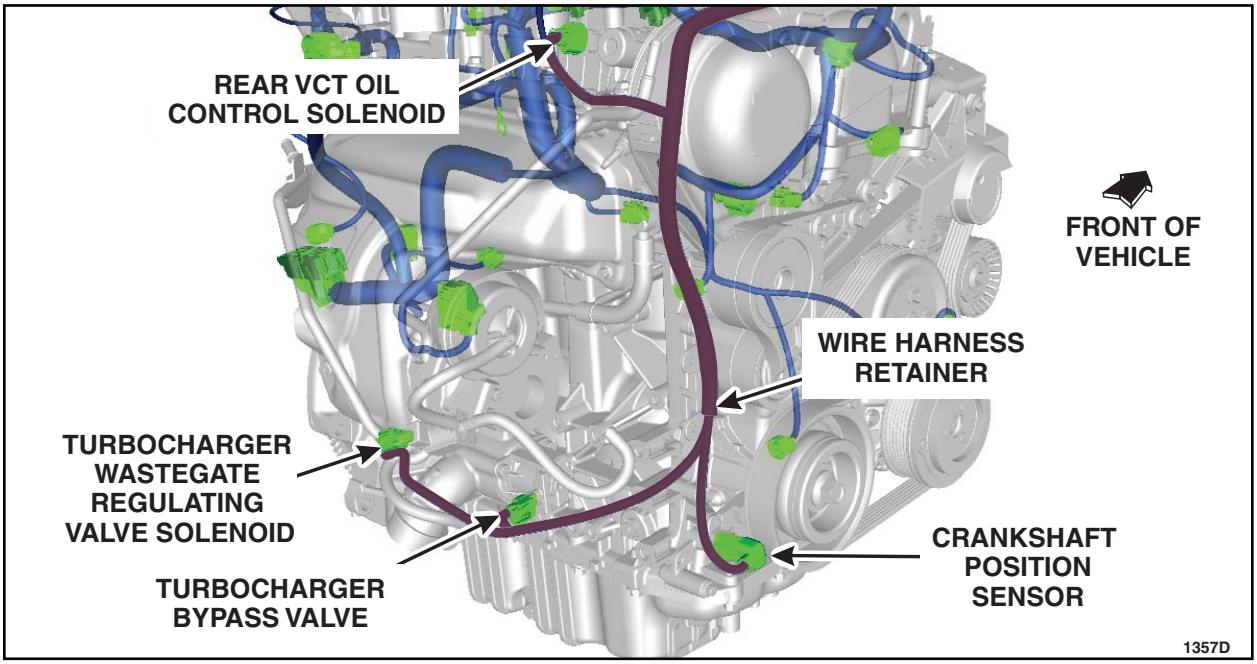

FIGURE G1
1. Detach the wire harness retainer from the front cover, disconnect the crankshaft position sensor, turbocharger wastegate regulating valve solenoid, and turbocharger bypass valve electrical connectors. See Figure G1.
3. Disconnect the rear Variable Camshaft Timing (VCT) oil control solenoid. See Figure G1.
6. Connect the rear VCT oil control solenoid. See Figure G1.
7. Route the wire harness back down to the crankshaft position sensor, turbocharger wastegate regulating valve solenoid, and turbocharger bypass valve. See Figure G1.
8. Attach the wire harness retainer to the front cover. Connect the crankshaft position sensor, turbocharger wastegate regulating valve solenoid, and turbocharger bypass valve electrical connectors. See Figure G1.